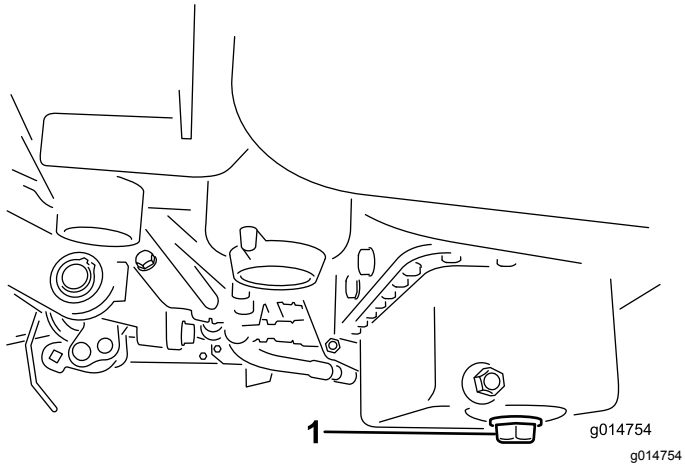

**Figuur 30**
1. Verwijder de aftapplug en laat de olie in een opvangbak lopen. Als er geen olie meer naar buiten stroomt, plaatst u de aftapplug terug (Figuur 30).